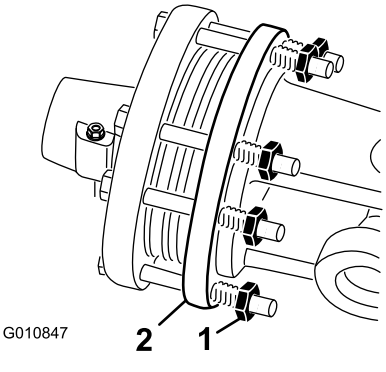

Figur 50
1. I slutet av säsongen ska alla kopplingsmuttrar vridas två varv bakåt (Figur 50).